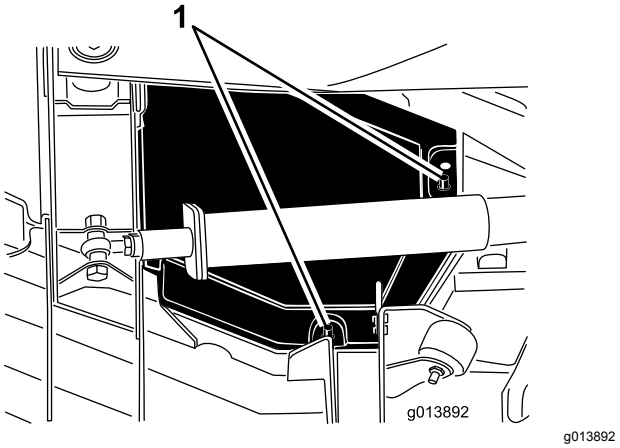

Figur 83
4. Løft skærmens bageste og inderste kanter af monteringsstængerne (Figur 83).